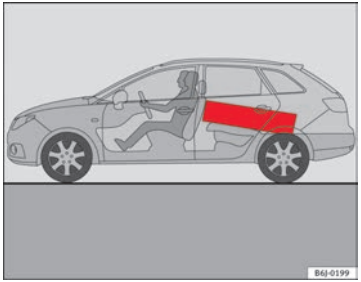

Fig. 93 Position heavy items as far forward as possible.
– Position heavy items as far forward as possible ⇒ Fig. 93.